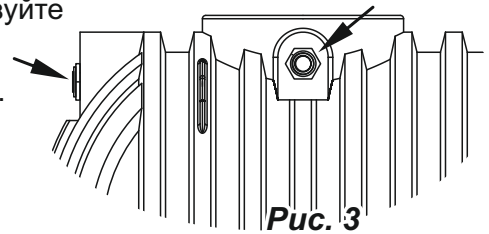

Рис. 3
- Установите фитинги на специально предусмотренных для этого площадках *(рис. 3)*.